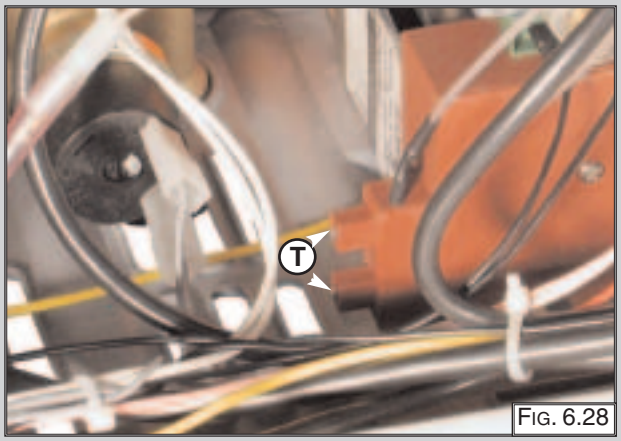

FIG. 6.28
1. Disconnect ignition leads “T” by pulling upward (FIG. 6.28);